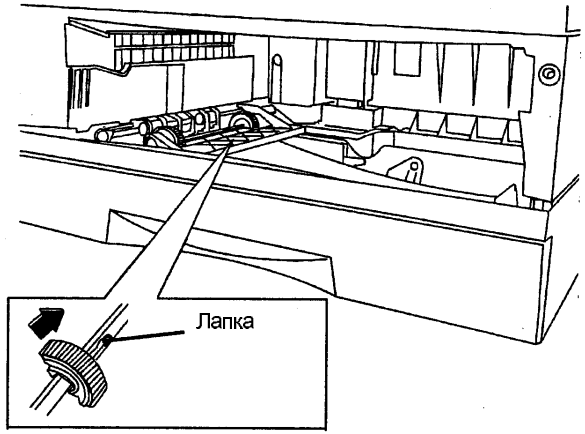

Рис. 1. Демонтаж ролика подачи лотка 2.
3. Снимите ролик подачи лотка 2 (Рис. 1).